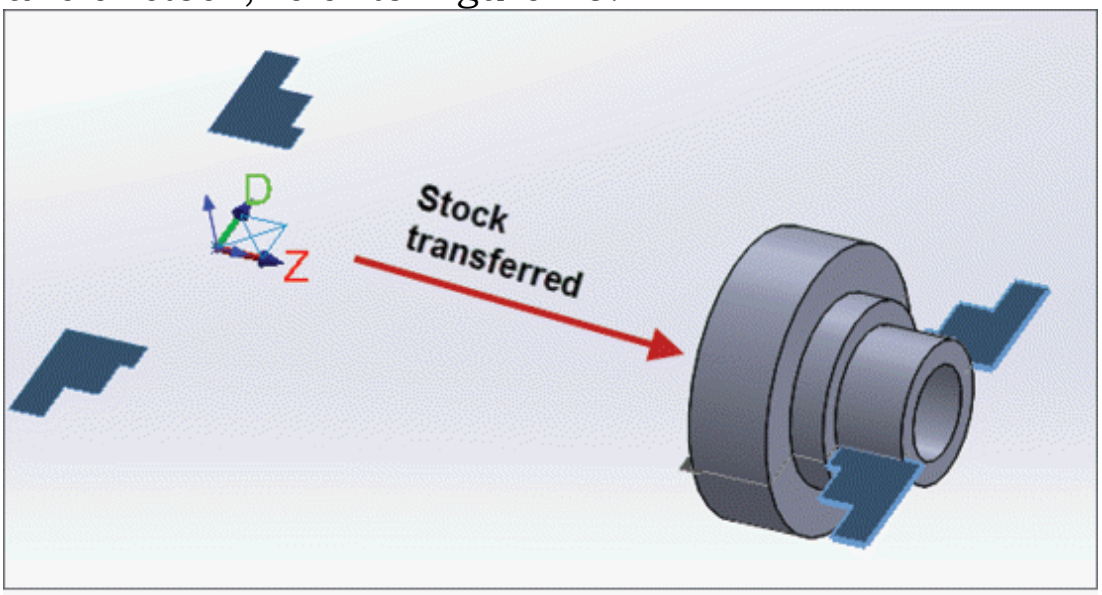

Figure-15. Stock transferred
- After specifying desired parameters, click on the **OK** button to transfer stock; refer to Figure-15.